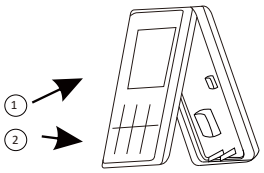

Рис. 7.8
4. После подключения соединительного провода к контроллеру установите переднюю крышку контроллера (рис.7.8). Для чего с небольшим усилием надавите на нее до щелчка фиксатора.(1), (2).